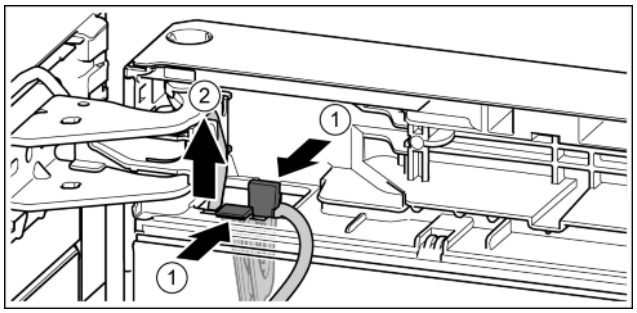

Fig. 22
▶ Zatlačte na lamelu. *Fig. 22 (1)*
▶ Vytáhněte držák kabelu s kabelem, který je na něm upevněný. *Fig. 22 (2)*